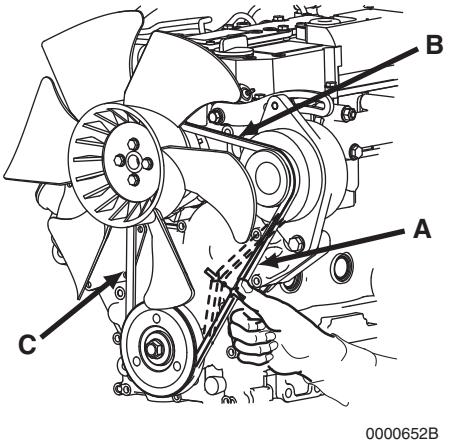

Figure 5-4
There are three positions to check for V-belt tension **(Figure 5-4, (A), (B) and (C))**. You can check the tension at whichever position is the most accessible. The proper deflection of a used V-belt at each position is: